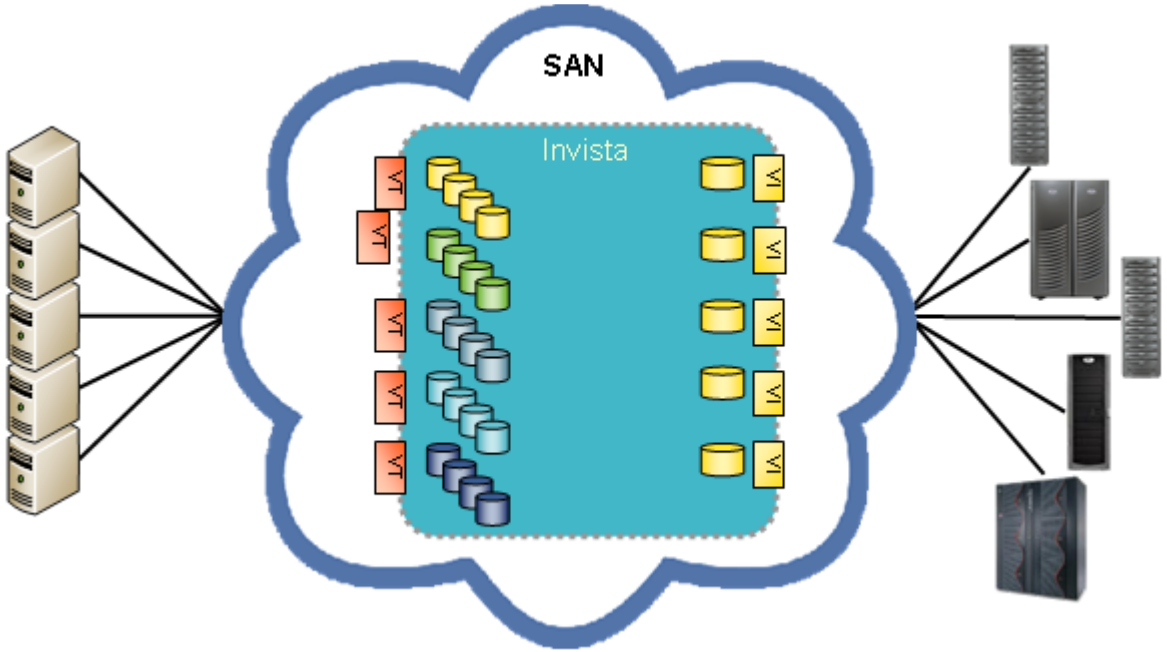

Figure 163 Logical topology
There are *Virtual Initiators* (VI) and *Virtual Targets* (VT). A host (initiator) or storage (target) is physically connected to the fabric. The VI and VT are logical entities that are accessible from any port on the chassis or in the fabric. See Figure 163 on page 659.